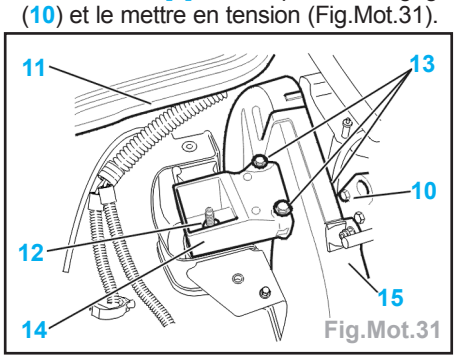

Fig.Mot.31
- Mettre en place le palonnier [8] équipé de ses chaînes [9] sur la patte d'élingage (10) et le mettre en tension (Fig.Mot.31).
- le support moteur (14) (Fig.Mot.31),
- les éléments (15) du carter de distribution,
- l'écrou (12) : serrage à 4,5 daN.m,
- les 3 vis (13) : serrage à 4,5 daN.m,
- la poulie de vilebrequin (9),
- les vis (8) : serrage à 1 daN.m,
- le galet-tendeur (7).
- la courroie d'entraînement des accessoires (6).